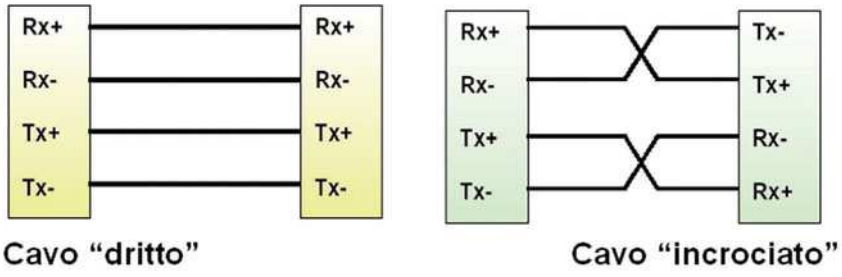

**Figura 7** *Tipologie di cavi di rete cavo "dritto" e cavo "incrociato".*
*Utilizzando la tastiera come strumento musicale (e non come sola master keyboard) è necessario collegarla alla rete come in figura per consentirle di ricevere gli eventi MIDI trasmessi dal computer.* **Figura 7**